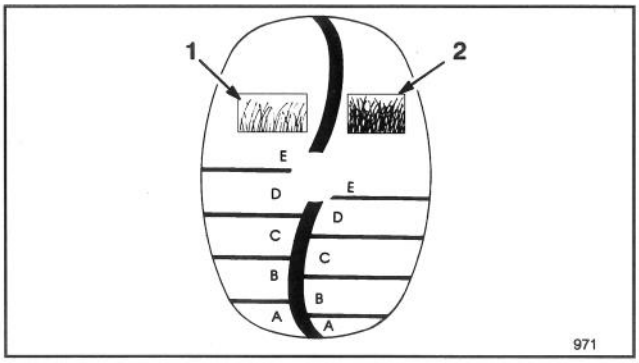

Afbeelding 12
1. Alvorens de motor te starten en met maaien te beginnen, dient u de maaier tot op het gras te duwen. Stop wanneer de letters op het SmartWheel label op het linker achterwiel vertikaal staan (Afb. 12).
2. Vergelijk met behulp van het gecodeerde SmartWheel ontwerp (Fig. 12) de uiteinden van de grashalmen met de letters op het riemdeksel. De overeenkomst tussen de letter en de grastipjes bepaalt de juiste maaihoogte.